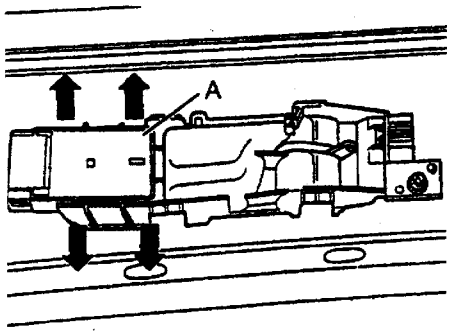

图 6－85
(1) 拆卸
①拆卸门框，拔出插头。
②如图 6－85 所示，向下使开关 A 的最长的一边上的安装框弯曲，并且从安装中取出开关。